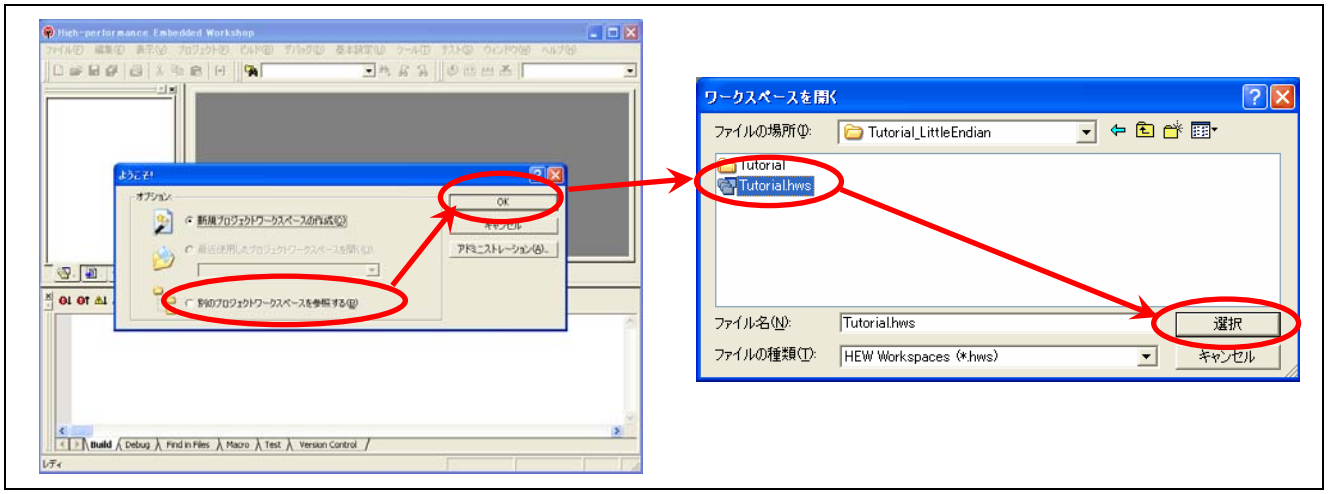

図 4.3 ようこそダイアログボックス選択
(2) 図 4.3のようにHigh-performance Embedded Workshop上に[ようこそ]ダイアログボックスが表示されます。[別のプロジェクトワークスペースを参照する]ラジオボタンを選択して[OK]ボタンを押してください。
(3) 図 4.3のように[ワークスペースを開く]ダイアログボックスが表示されます。